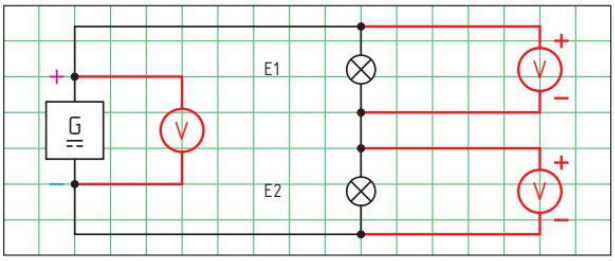

Bild 1: Gleichspannungsmessung
5. An der Spannungsquelle und an den Lampen E1 und E2 sollen jeweils die Spannungen gemessen werden **(Bild 1)**.
Vervollständigen Sie die Schaltung in **Bild 1** um drei Spannungsmesser und kennzeichnen Sie die Spannungsmesser mit Plus- und Minuspotenzial.